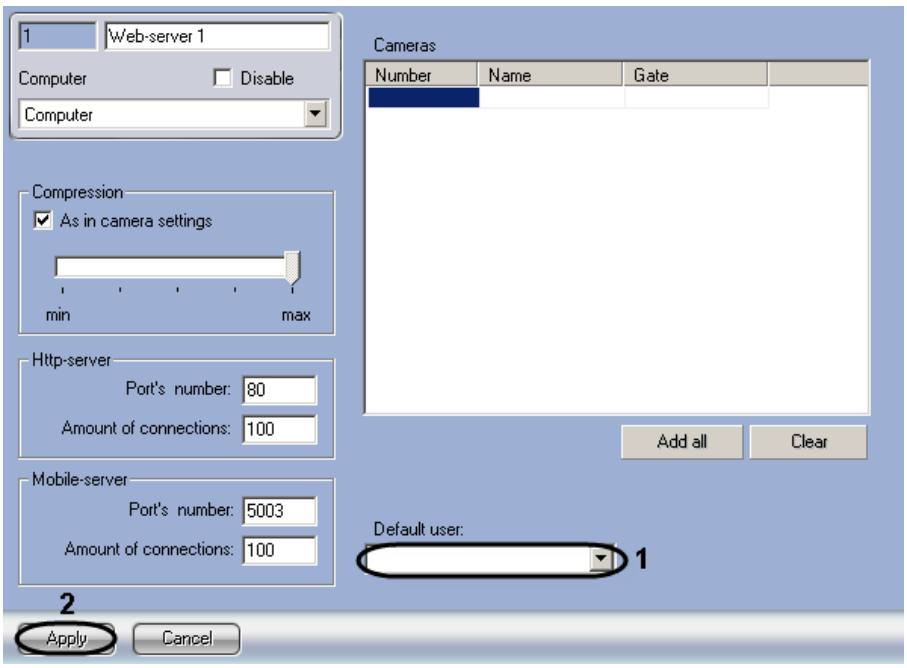

Figure 8.16-6 Setting the default user for the Web-server module
Go to the settings panel for the “Web-server” object (Figure 8.16-6).
1. Select the default user in the “Default user” dropdown list (Figure 8.16-6, 1)
2. Click the “Apply” button (Figure 8.16-6, 2).